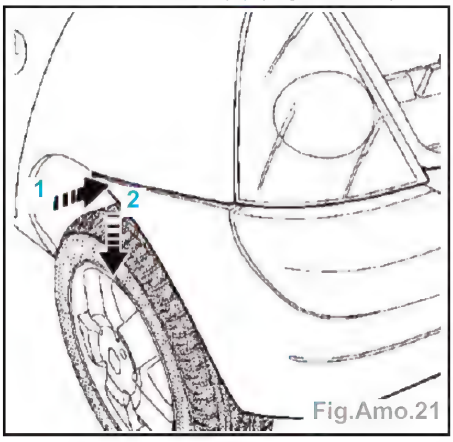

Fig.Amo.21
- Dégager l'angle du bouclier (1), puis incliner le bouclier (2) (Fig.Amo.21).